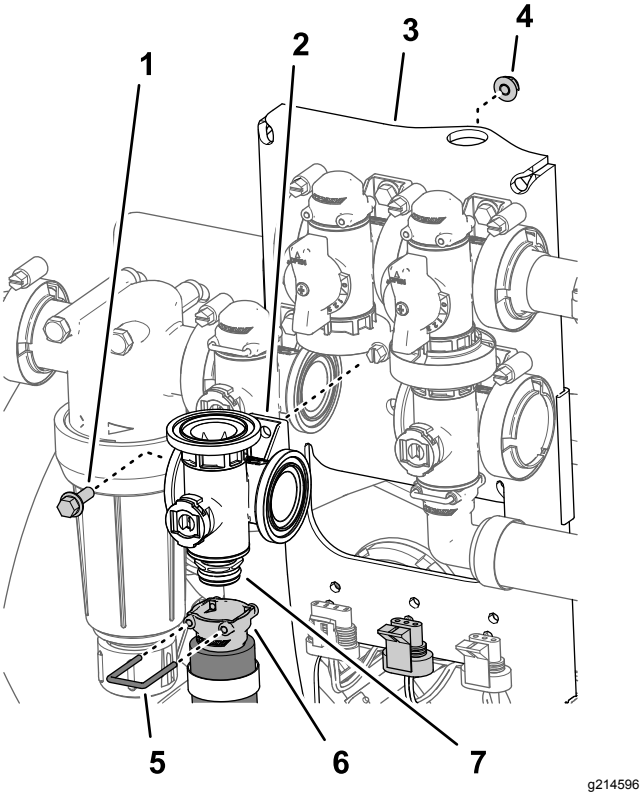

Figur 116
2. Ta bort hållaren som fäster snabbkopplingsuttaget vid omrörningsventilens grenrörssnabbkoppling (Figur 116).
3. Ta bort flänsskruven (¼ x ¾ tum) och flänslåsmuttern (¼ tum) som fäster omrörningsventilen vid ventilfästet, och ta sedan bort ventilgrenröret från maskinen (Figur 116).